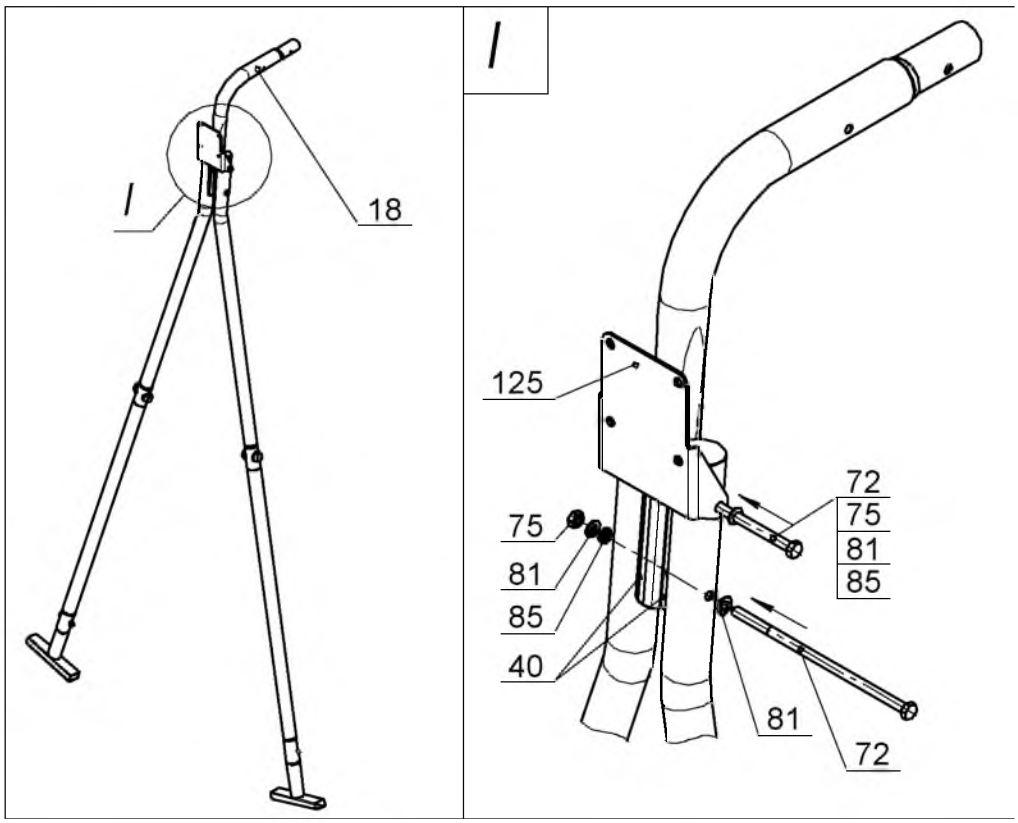

Рис.5
10.3.8 (В продолжение рис.5) установить щит баскетбольный.